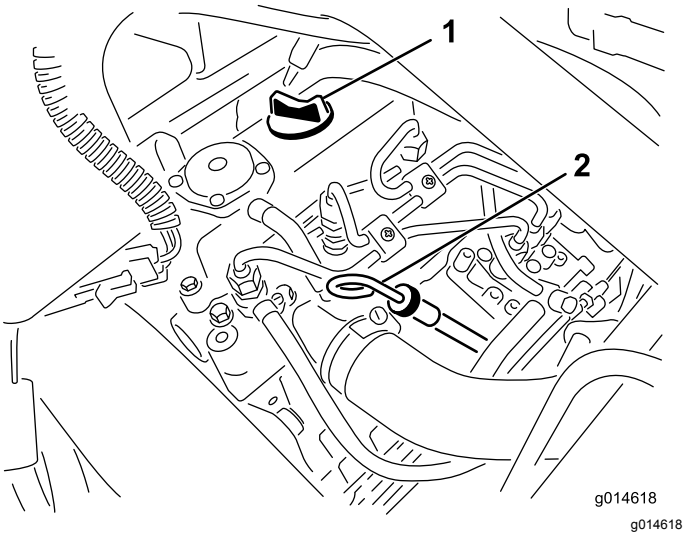

Figur 21
2. Fjern målepinden, og aftør den med en ren klud (Figur 21).